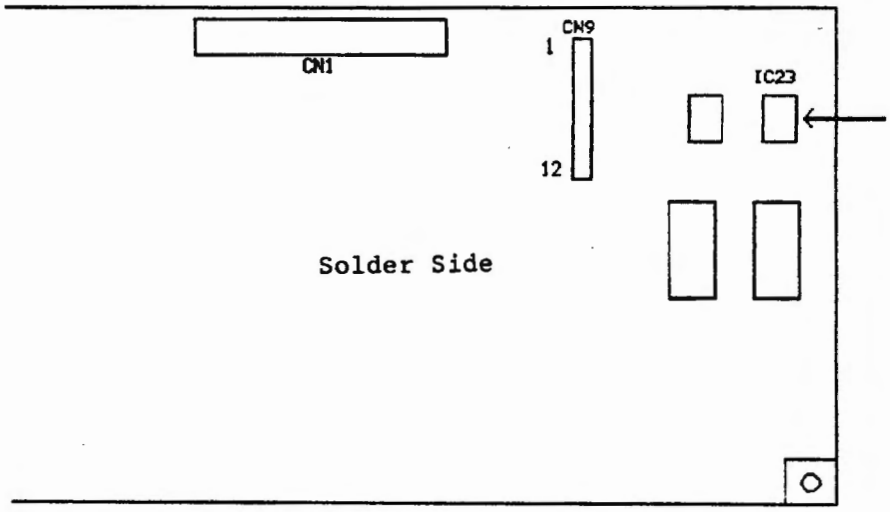
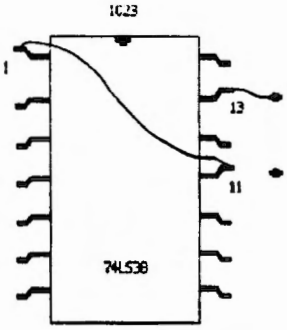

Figure 1
Figure 3
2) Locate IC23 (Figure 1) on the solder side of the engine drive PCB, this is a surface mounted 74LS38. See figure 3 for locating the correct pins to be lifted and for proper location of the jumper wires.